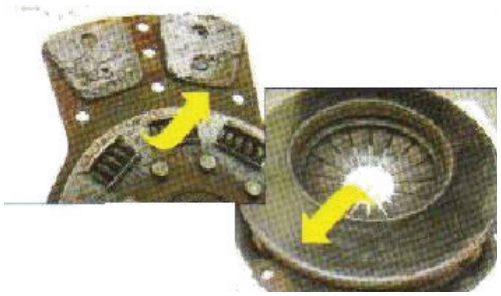

Рис. 3-12
(1) Прожоги или иные повреждения фрикционной накладки, в результате которых заклепки скребут по нажимному диску с образованием канавок на его рабочей поверхности (рис. 3-12).